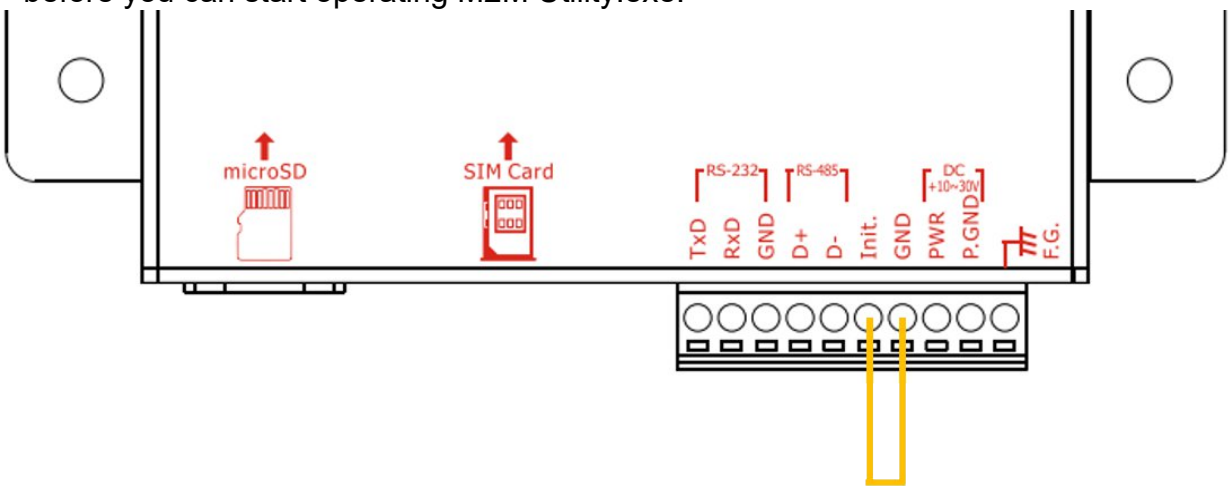

Figure 4.1
1. Check if the 4th pin of the GTP-541M is connected to the 5th pin as shown in Figure 4.1.